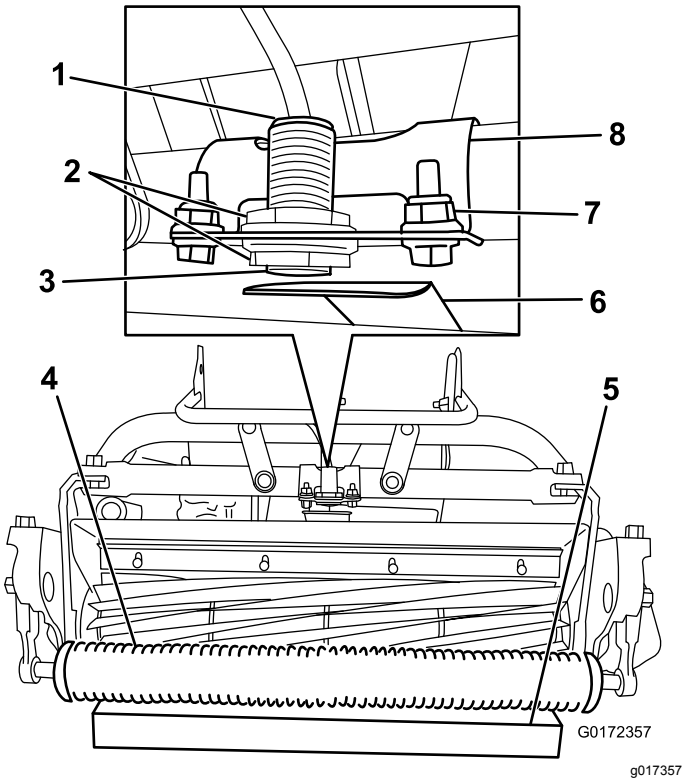

Figuur 17
2. Draai de contramoeren van de sensor los en stel de sensor zo af dat 1 schroefdraad uit de onderste contramoer steekt (Figuur 17).
4. Plaats een blok van 3,8 cm onder de voorste rol van de maaieenheid (Figuur 17).
5. Verwijder de bevestigingen waarmee de sensorbeugel aan het frame is bevestigd (Figuur 17).
8. Draai de sensorbeugel naar de doelplaat tot het lampje bovenaan de sensor gaat branden (Figuur 17). Als het lampje al brandde, draai het dan weg van de doelplaat tot het uitgaat en draai het vervolgens terug tot het lampje opnieuw gaat branden.